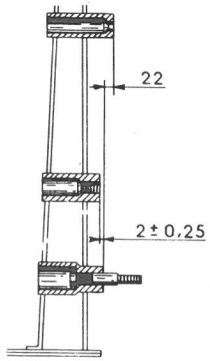

Abb. 4
Kante N (Abb. 4) des hinteren Abdeckbleches in das Profilblech des Seitenbleches einsetzen.
(AB) (Abb. 1 und 3); (CDE) (Abb. 3) (FGHI)(Abb, 2) (J) (Abb. 1) (QRST und LMON) (Abb. 4)
(A) (Abb. 1 und 3); (BC-CD-DE) (Abb. 3); (LM-MO und ON) (Abb. 4)
6 Haltebügel für obere Gewindeplatte laut Abb. 4 anfertigen